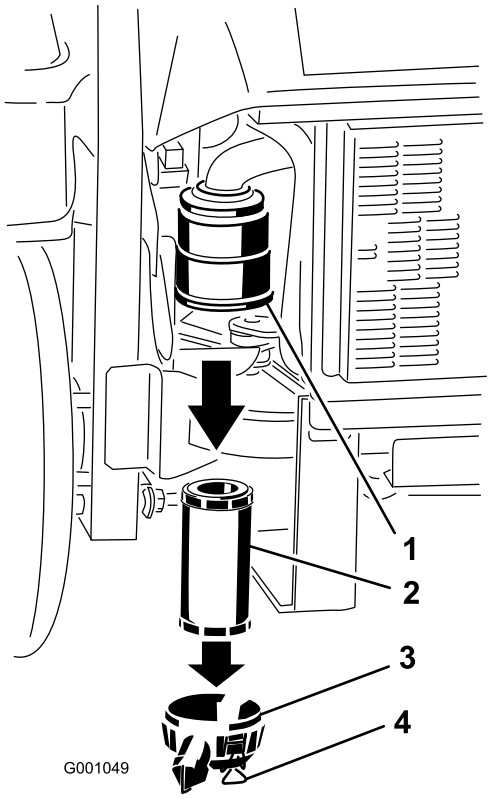

Figur 35
3. Åbn låsene på luftfilteret, og træk luftfilterdækslet af luftfilterhuset (Figur 35).
5. Skub forsigtigt filteret ud af luftfilterhuset (Figur 35). Undgå at ramme husets side med filteret.